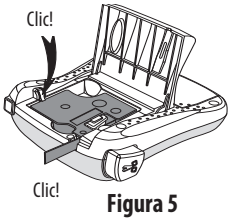

Figura 5
3. Premere saldamente per posizionare correttamente la cartuccia (si sentirà un clic). Vedere Figura 5.